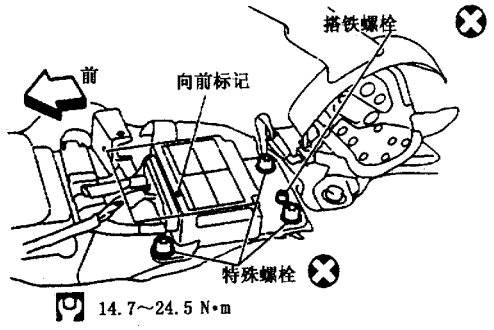

图 16－2－1　拔下安全气囊模块插接件
(1) 如图 16－2－1 所示拔下驾驶员、前乘客和前侧面安全气囊模块的插接件，再拔下前安全带预紧器插接件。